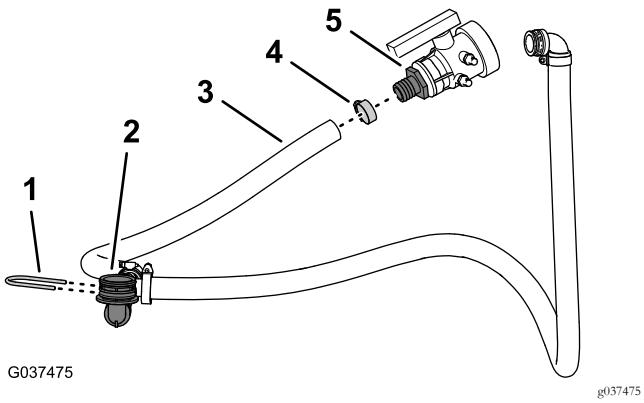

Figuur 31
6. Verwijder de slangklem waarmee de slangpilaar van de aftapklep bevestigd is aan de aftapslang, en verwijder de fitting van de slang (Figuur 31).